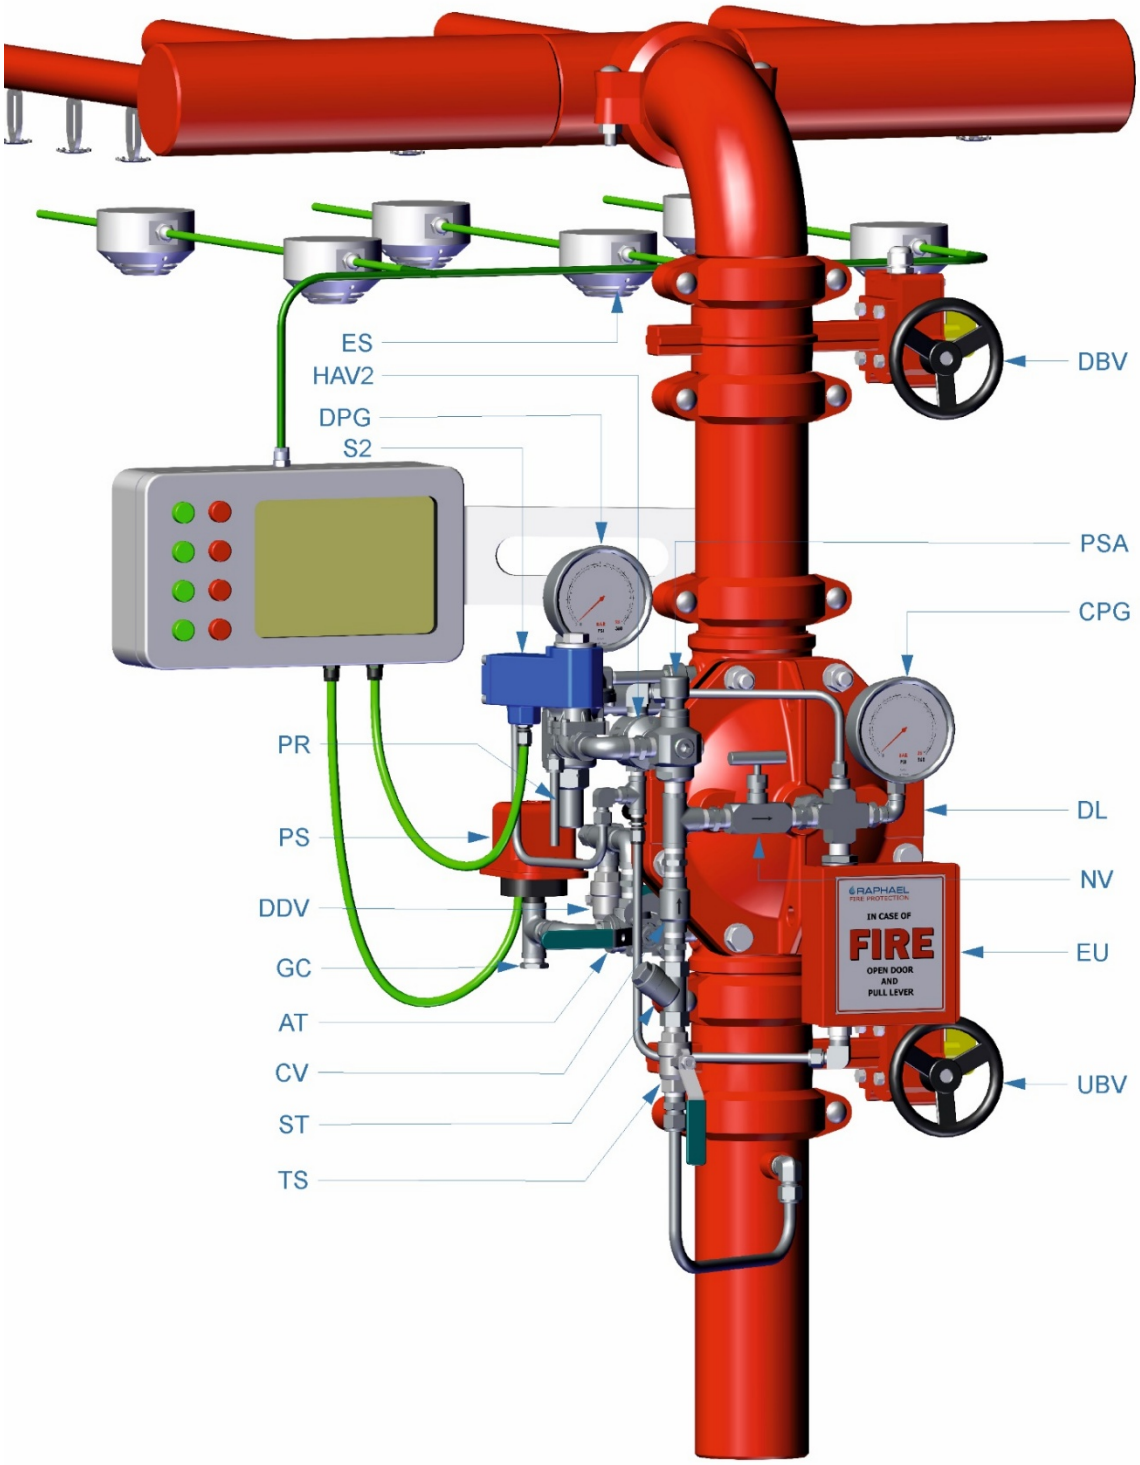

Figure 2
Installation (reference - figure 2)
9. All connections to water supply, alarms etc. should be done in accordance with figure 2:
(reference - figure 2)
(Reference drawing - figure 2)
After a real fire situation, make sure that the SOV is closed by de-energizing its coil (through the FP main control board). (Reference drawing - figure 2)